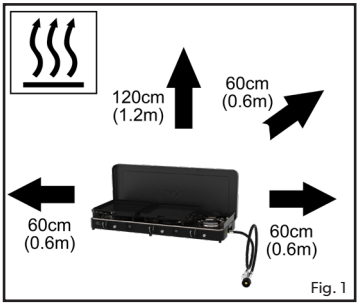

Fig. 1
- This appliance must be kept away from flammable materials during use. Minimum safe distances are: Above the appliance 120cm. At the rear and sides 60cm (fig 1).